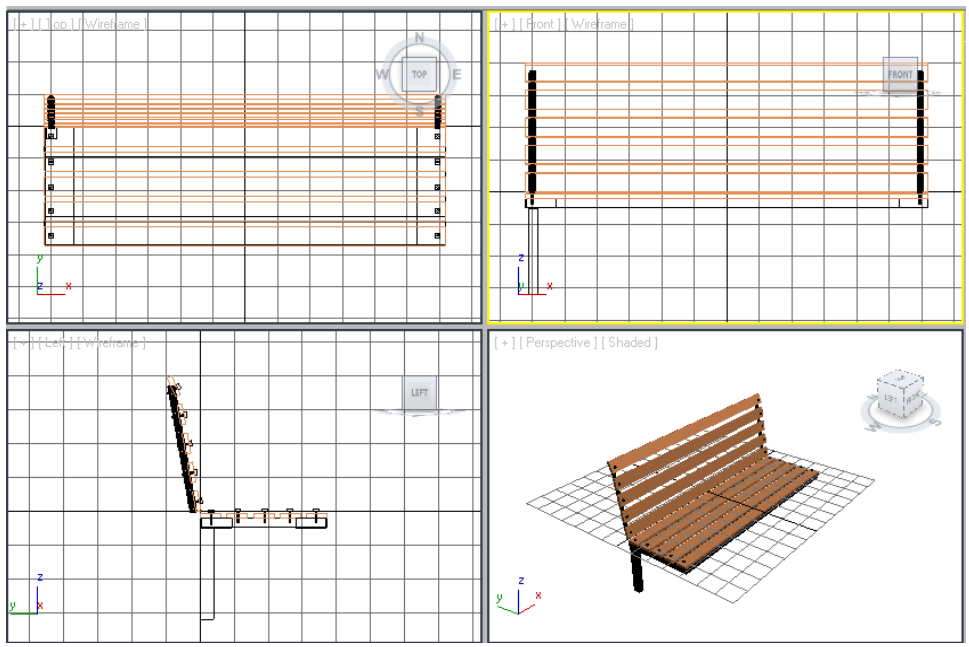

Figure 3-66 *Alignment of the leg001 in all viewports*
4. Invoke the **Select and Move** tool and align the *leg001* with the *leg support001* in all viewports, as shown in Figure 3-66. You need to adjust the viewport to display all objects properly using the **Zoom** and **Pan View** tools.